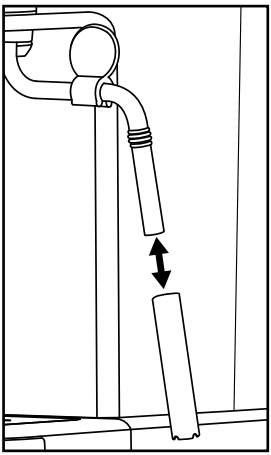

Rysunek 1
1) Postaw puste naczynie pod spieniaczem mleka ⑩.
2) Obróć regulator pary ❼ bezpośrednio po użyciu na „ ♨/💧 " i pozwól przez kilka sekund na wydostawanie się pary.
3) Zakręć regulator pary ❼ (obracaj aż do oporu w kierunku „ ●"), wyłącz urządzenie i wyciągnij wtyk sieciowy.
5) Zdejmij osłonę spieniacza mleka ⑩ (rysunek 1) i wyczyść ją starannie w ciepłej wodzie.
7) Załóż osłonę ponownie na dyszę (rysunek 1).